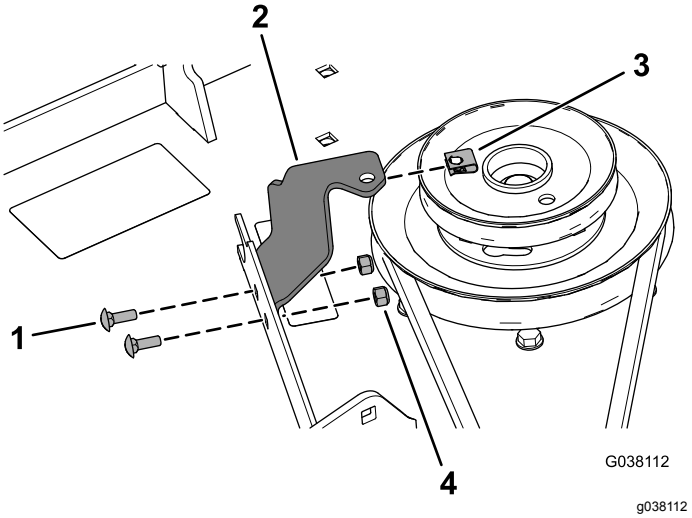

Rysunek 14
7. Zamocuj wspornik pokrywy paska do podwozia tnącego za pomocą 2 śrub podsadzanych (¼ x ¾ cala) i 2 nakrętek zabezpieczających (¼ cala), jak pokazano na Rysunek 14.
8. Przykręć nakrętkę szybkozłączną do wspornika pokrywy paska (Rysunek 14).